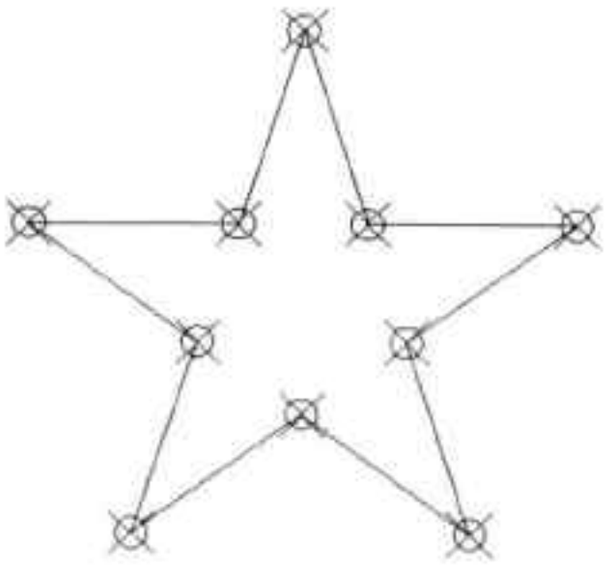

图5-4 绘制点
Step 02 设置完成后，在绘图区中要指定点位置处单击鼠标左键即可，如图 5-4 所示。